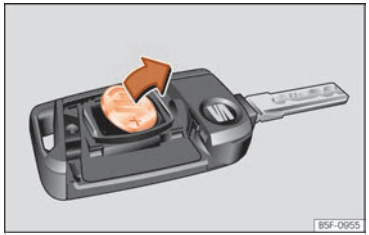

Fig. 48 Clau del vehicle: extracció de la pila.
- Traieu la pila del compartiment amb un objecte fi adequat ››› fig. 48.